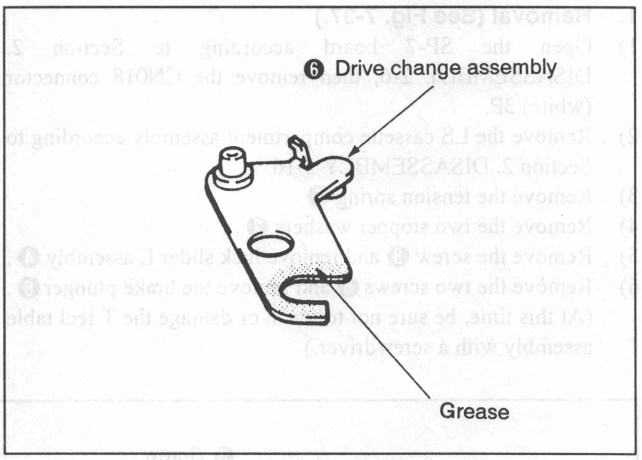
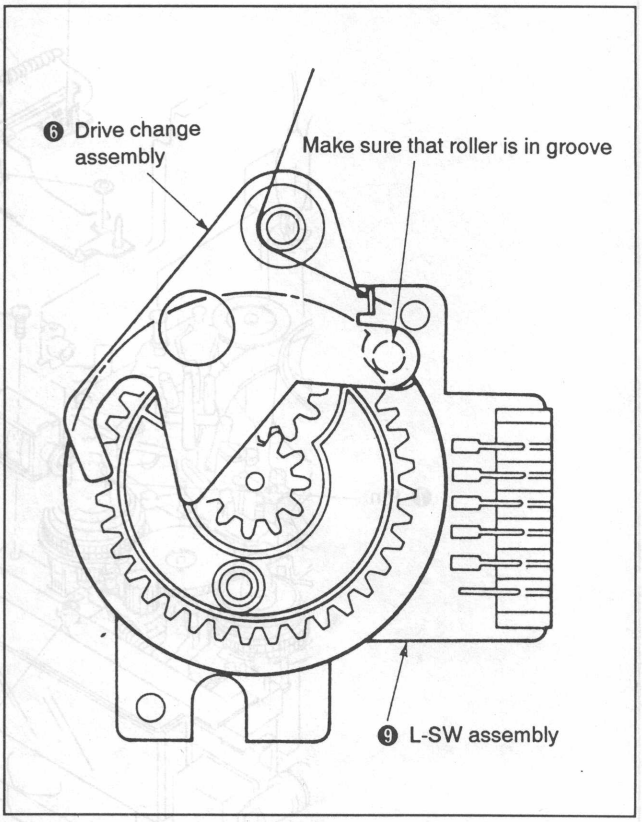

Fig. 7-35.
Fig. 7-36.
1) Put a half drop of oil on the L-SW assembly ❾ shaft (planetary roller shaft).
2) Mount the L-SW assembly ❾ and tighten with the two screws ❽.
3) Connect the connector ❼.
4) Operate the mode selector and confirm that the L-SW assembly ❾ rotates.
5) Put a half drop of oil on the shaft ❿.
6) Grease the drive change assembly ❻. (See Fig. 7-35.)
7) Mount the drive change assembly ❻.
8) Hook the torsion spring ❺ and fix the stopper washer ❹.
9) Operate the mode selector and confirm that the L-SW assembly ❾ rotates.
10) Mount the lock slider A ❸ and tighten with the screw ❷.
11) Mount the lock slider retainer ❶.
12) Operate the mode selector and set to the position in Fig. 7-36.